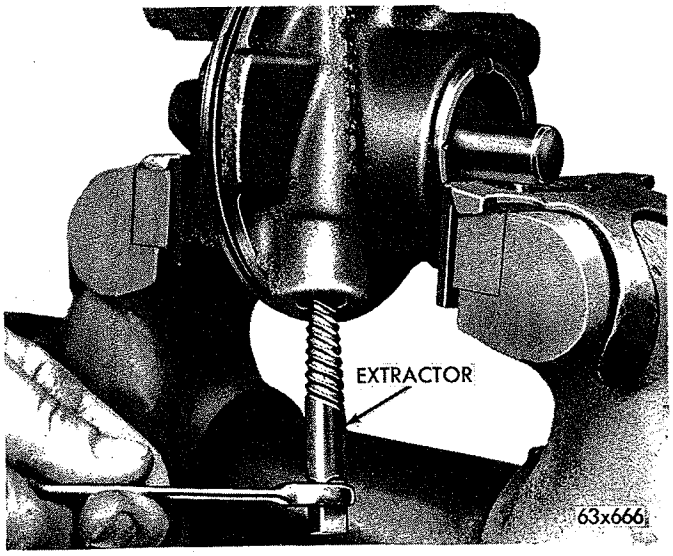

*Fig. 9—Removing Brass Ferrule (.96 Pump Shown)*
(3) Use a No. 4 screw-extractor (E-Z out) and turn into ferrule. Carefully rock extractor back and forth so as not to damage threads of housing (Fig. 9).
(4) Clean bore and center new ferrule with tapered end up in bore. Installing pressure hose and tightening to 24 foot pounds will seat ferrule.